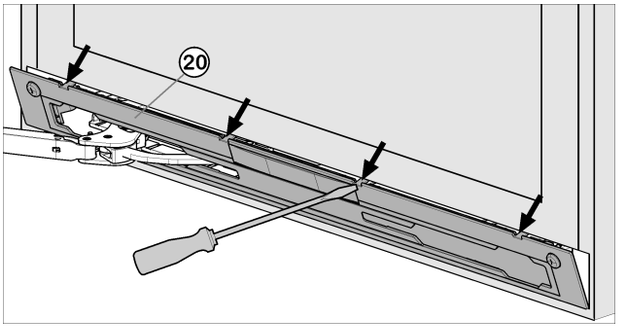

*Fig. 10*
▶ Release panel *Fig. 10 (20)* using a slotted screwdriver and remove.